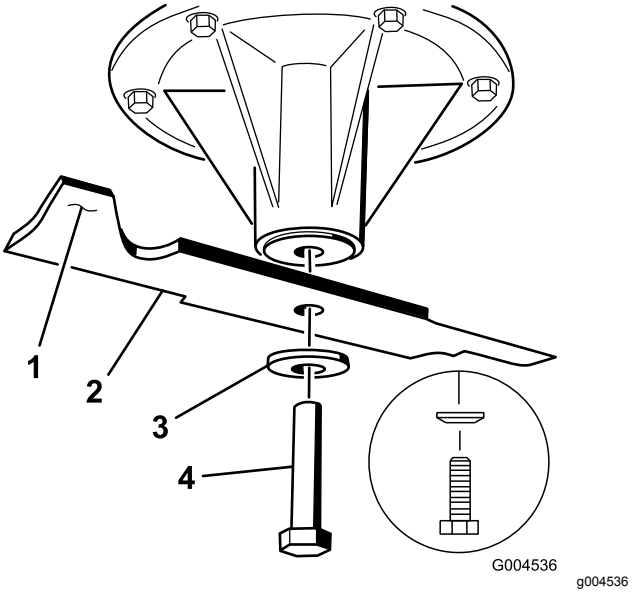

**Figuur 114**
2. Verwijder de mesbout, de klemring en het mes van de spilas (Figuur 114).
1. Monteer het mes op de as (Figuur 114).
2. Monteer de klemring en de mesbout (Figuur 114).